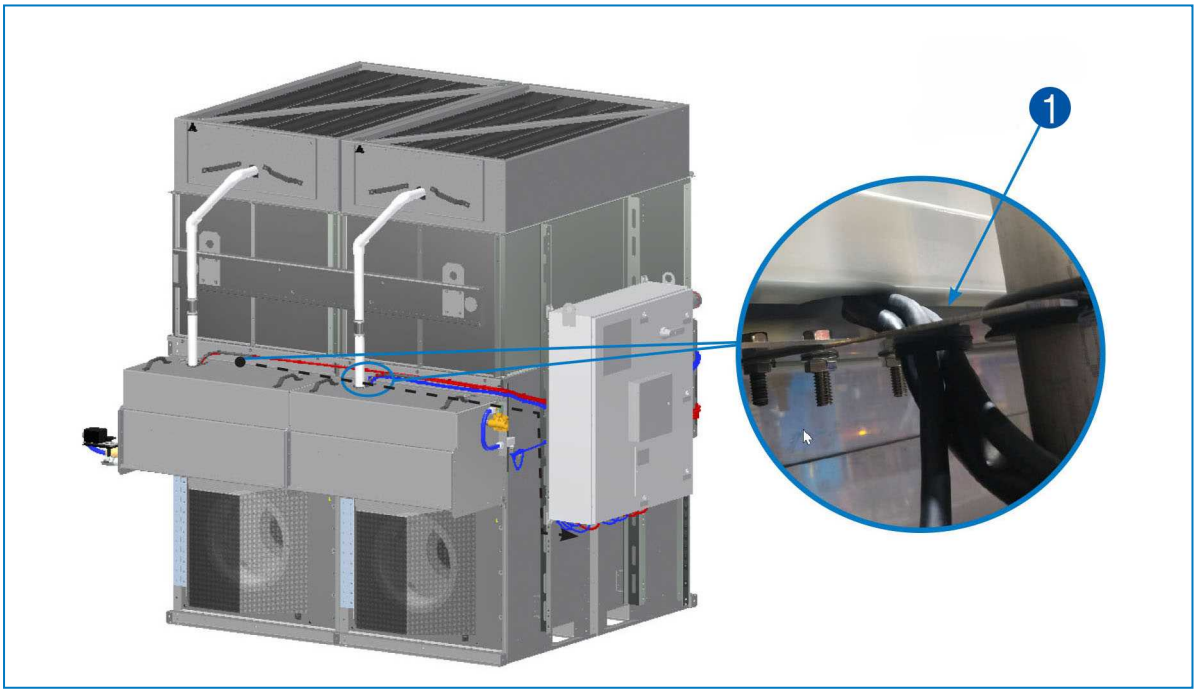

Рис. 18. Подключение насоса к панели системы управления iPilot™ — 1. Провод насоса, проходящий через втулку.
8. Проложите провод насоса через втулку в верхней части бассейна воды для орошения. Проведите провод к стороне панели управления. Пропустите провод насоса через верхнее овальное отверстие с подточенной кромкой в крепежном пазу панели управления. Пропустите каждый провод через отдельный кабельный ввод в нижней части панели управления, затем подключите каждый провод к соответствующей клеммной коробке. Соблюдайте схему подключения, приведенную на внутренней стороне панели управления. См. рисунок 18.